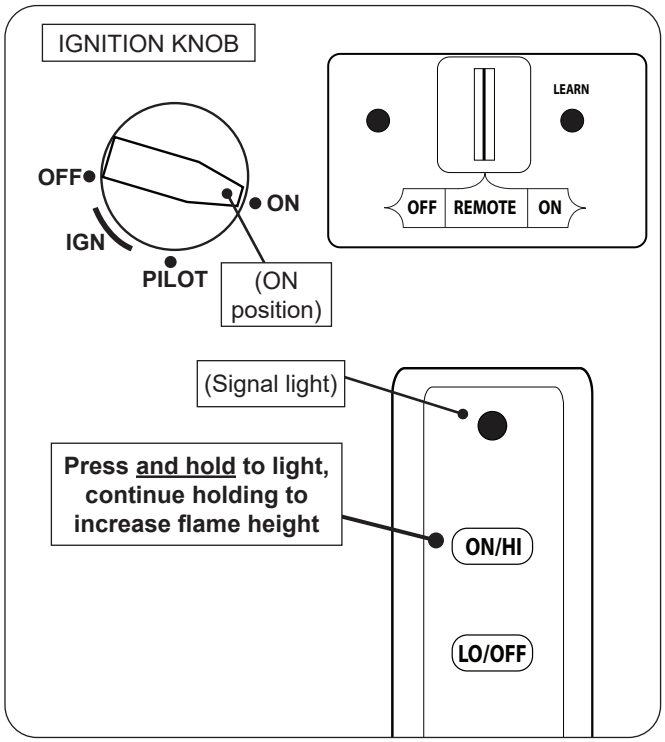

Fig. 32-1 Remote lighting
1. Ensure the pilot is burning. Turn the ignition knob counterclockwise to **ON** (see Fig. 32-1).
2. Locate the 3-position switch on the remote receiver, and slide the switch to **REMOTE** (see Fig. 32-1).
3. Locate the remote transmitter and press and hold the **ON/HI** button (see Fig. 32-1). The ignition sequence will begin.